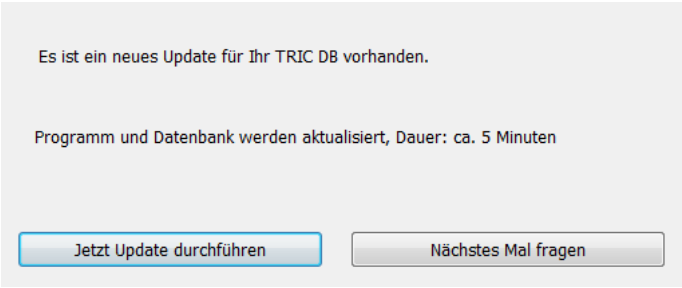

Bild 2.10 – Nach dem Neustart das Update ausführen
- Nachdem TRIC neu gestartet wurde, erscheint ein Hinweis, dass ein Update vorhanden ist. Wählen Sie die Schaltfläche *Jetzt Update durchführen* (Abb. 2.10).